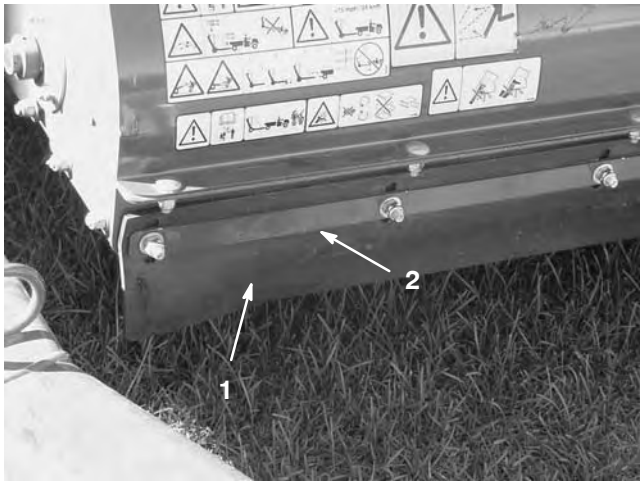

**Figure 31**
1. Desserrez les écrous de fixation de la barrette métallique et du déflecteur avant sur le carter de la brosse (Fig. 31).